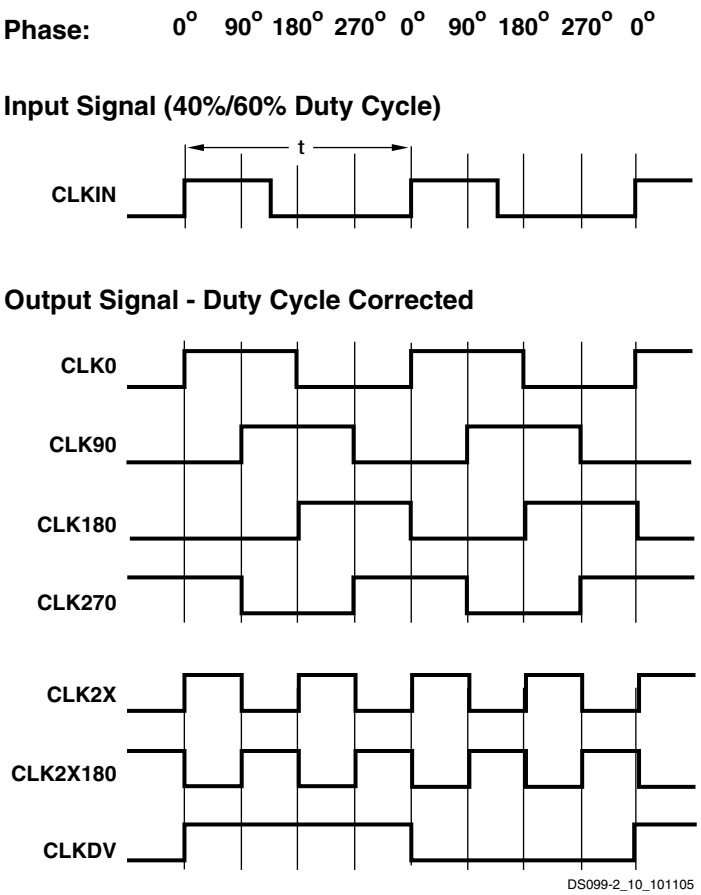

Figure 43: **Characteristics of the DLL Clock Outputs**
In addition to CLK0 for zero-phase alignment to the CLKIN signal, the DLL also provides the CLK90, CLK180, and CLK270 outputs for 90°, 180°, and 270° phase-shifted signals, respectively. These signals are described in Table 28, page 49 and their relative timing is shown in Figure 43. For control in finer increments than 90°, see **Phase Shifter (PS)**.